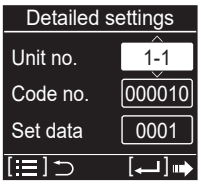

Fig. 6-2-3
The “Detailed settings” screen (Fig. 6-2-3) appears on the LCD display.
(3) Select the “Unit no.” (Fig. 6-2-3) by pressing the ∨ or ∧ button.